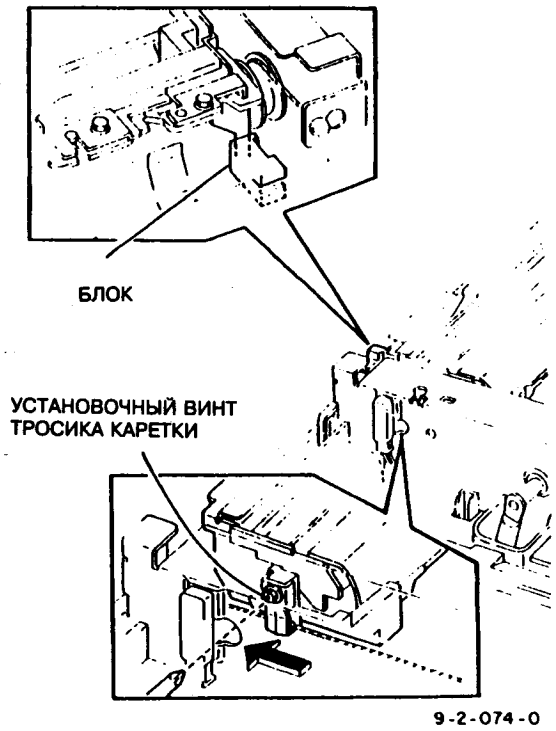

Рис.4 Передний блок и винт каретки
(1) Ослабить винты, закрепляющие передний и задний тросики каретки, двигать их, пока они не соприкоснутся с блоками, и затянуть винты (рис.4 и 5).
(2) Повторить процедуры проверки и убедиться, что исходные положения установлены правильно.
Передняя сторона (рис.4)